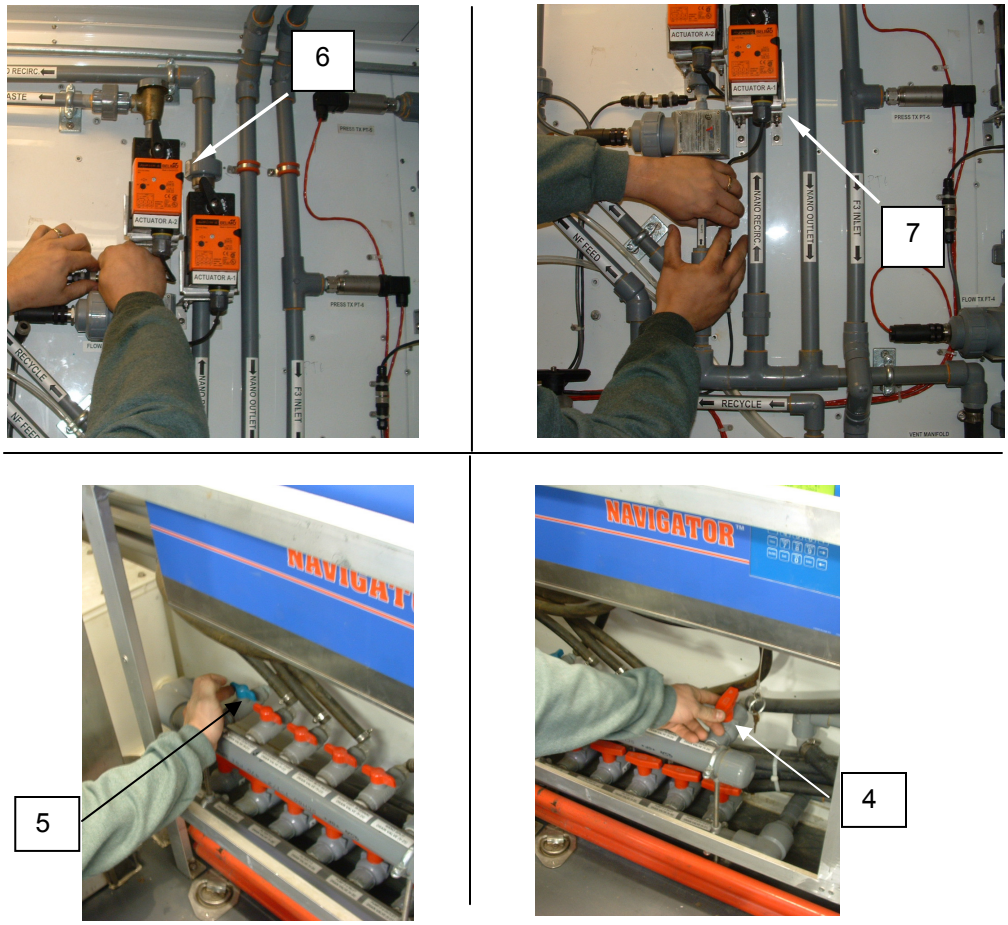

Figure 4. Water Treatment System Flush.
12. Reconnect Actuators A-3 **(Figure 4, Item 6)** and A-4 **(Figure 4, Item 7)**.
13. Open the Automatic Soap Dispenser overflow valve V-61 **(Figure 4, Item 5)**.
14. Close the Nanofilter split drain valve V-25 **(Figure 4, Item 4)**.